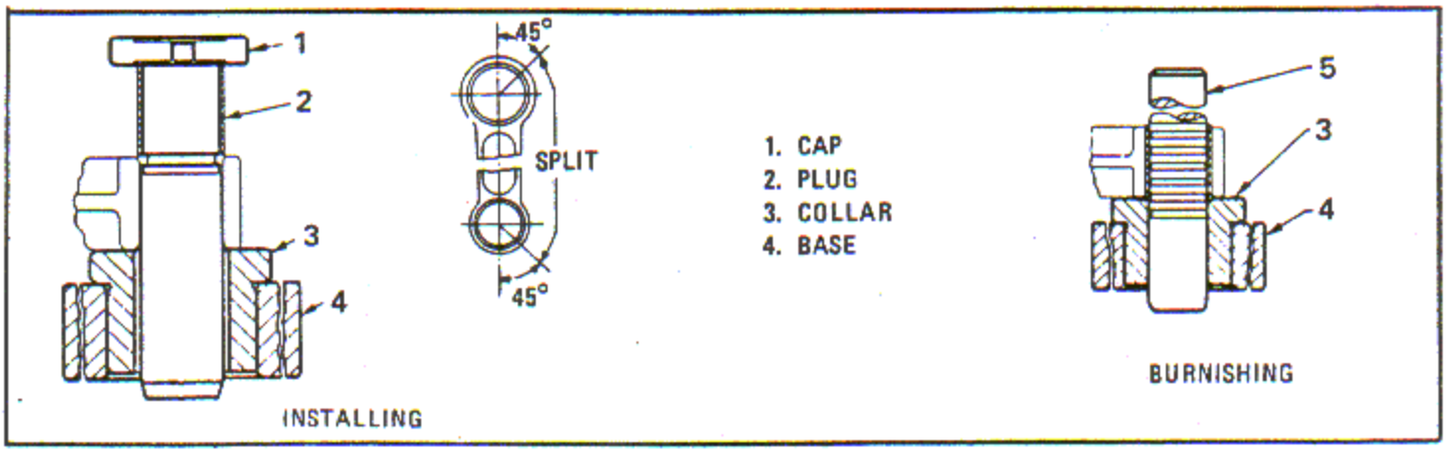

Figure 6-113. Install and Burnish New Bushing
a. Place base (4, figure 6-113) and collar (3) on the bed of a suitable arbor press.
b. Determine the applicable piston pin bushing to be installed from the tag attached to the rod. Refer to paragraph 6-393. Assemble bushing on plug (2) and screw cap (1) tight.
c. Support the piston pin end of the rod on the collar (3) and base (4). Insert the plug through the collar locating the split in the bushing at a 45 degree angle and press in the bushing until the cap (1) contacts the rod. The bushing should extend equally on both sides of the rod after assembly.
a. Place the base (4, figure 6-113) and collar (3) on the bed of a suitable hydraulic press and support the rod on the collar as shown. Provide sufficient clearance below for the broach.